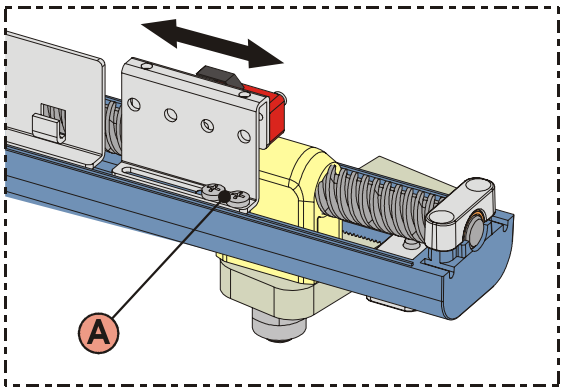

Fig. 24
2) Loosen the fastening screws of the limit switch to adjust, Fig.24 ref.A.